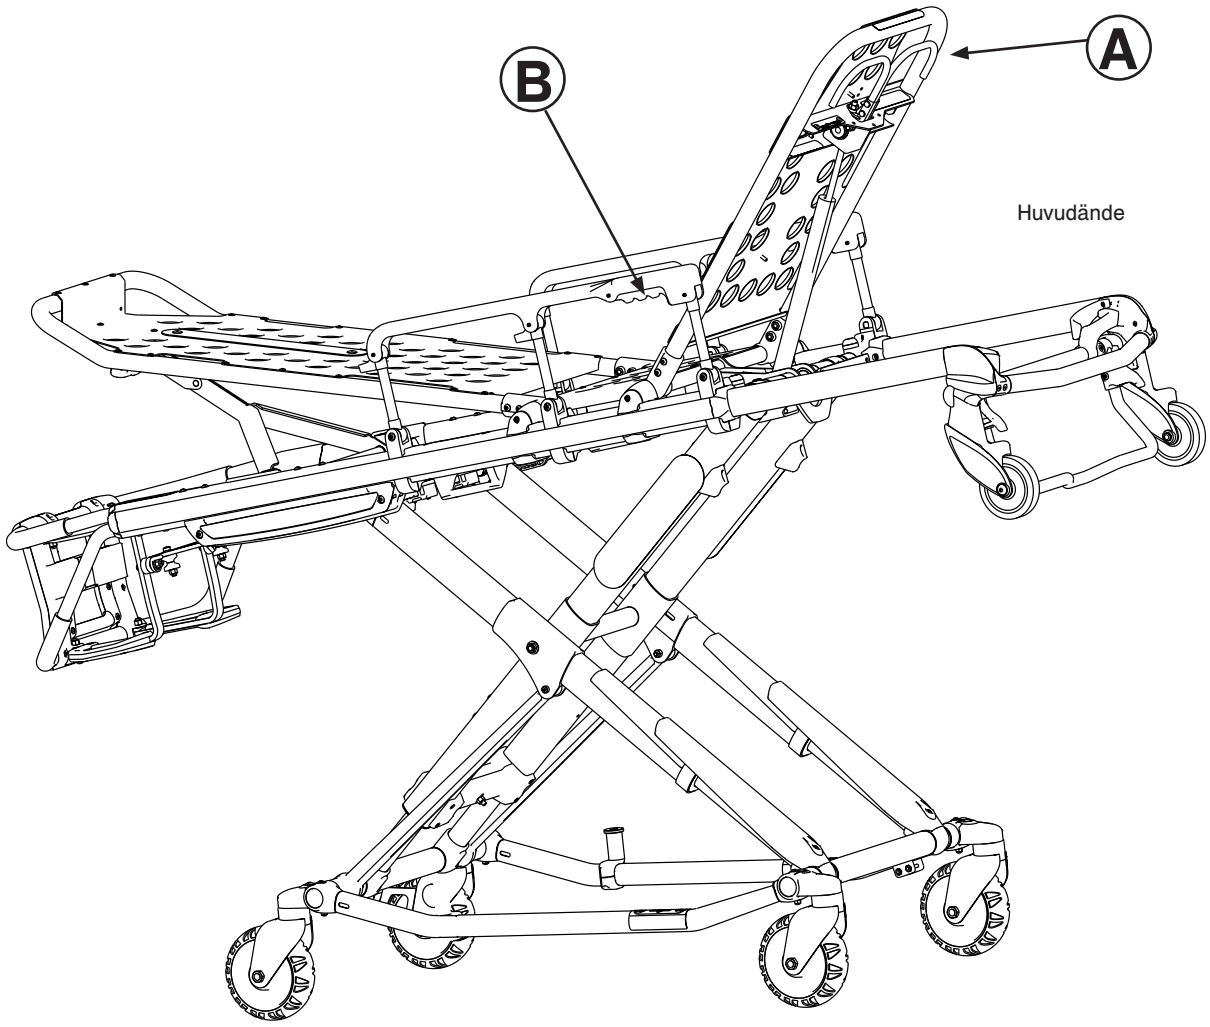

Figur 29
För att höja ryggstödet, såsom visas i Figur 29, ska handtaget (A) tryckas in för pneumatisk hjälp när ryggstödet höjs till önskad höjd.
För att höja sänggrindarna, såsom visas i Figur 29, ska sänggrinden lyftas upp tills spärren klickar och sänggrinden låser sig på plats.